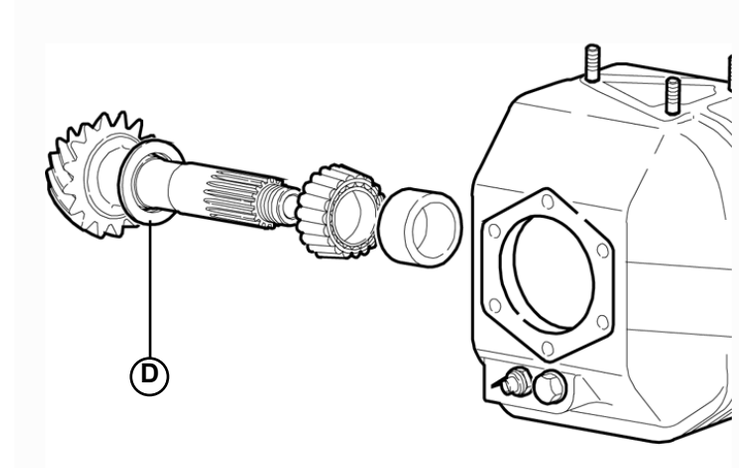

Fig.6
- In case the value in not within the prescribed values, operate on the adjusting shims (**D-Fig.6**) as follows: